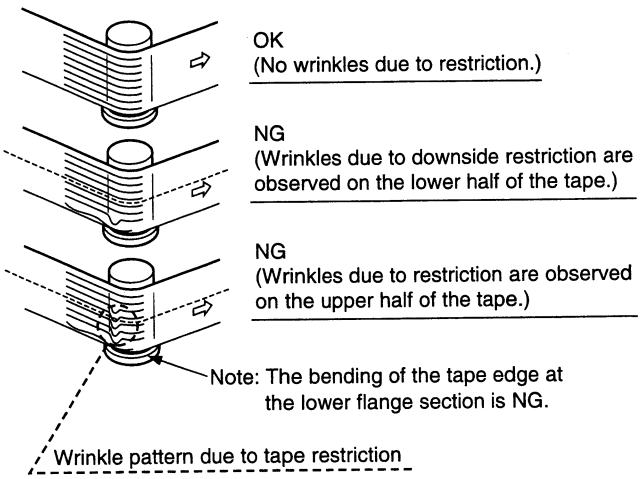

Fig. 2-10-7
① A/C head guide roller ☆ Tape's lower edge limit	10. Adjust the A/C head guide roller so that tape's lower edge limit is applied (see Fig. 2-10-7 and "Special Technique - tape's lower edge limit"). **Special Technique** When the mode is changed from Loading to Play or Search Rev. to Play and also when the F.E HEAD is flipped by the finger, it should be confirmed if the RF envelope is stabilized within one second. **When the RF envelope is not stabilized within one second, adjust the following:** **Supply side : Finely adjust the supply guide roller down and the full erase head guide roller up.** **Take-up side: Finely adjust the Take-up guide roller down.**